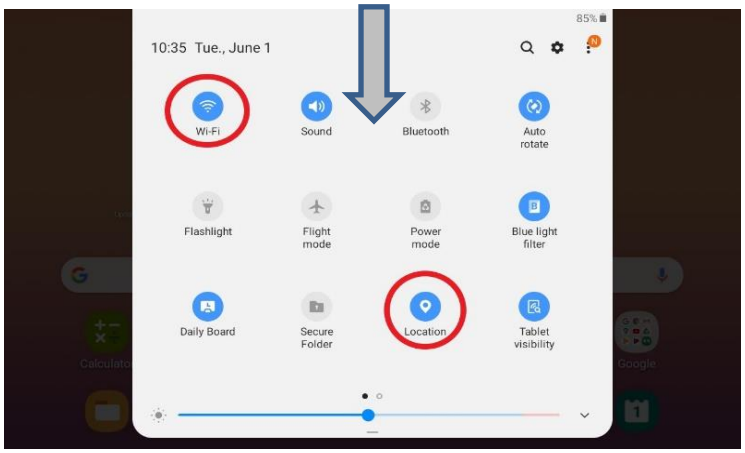

Figure 2.1
1. Swipe down from the top of the tablet to open the tablet quick menu. Swipe down again to expand it as in figure 2.1.
2. Ensure the tablet **Wi-Fi AND Location Services** are turned on and highlighted BLUE as in figure 2.1. Make sure no other Wi-Fi networks are connected to the tablet. **It is recommended to "forget" all other networks where a password has been entered on the tablet.**